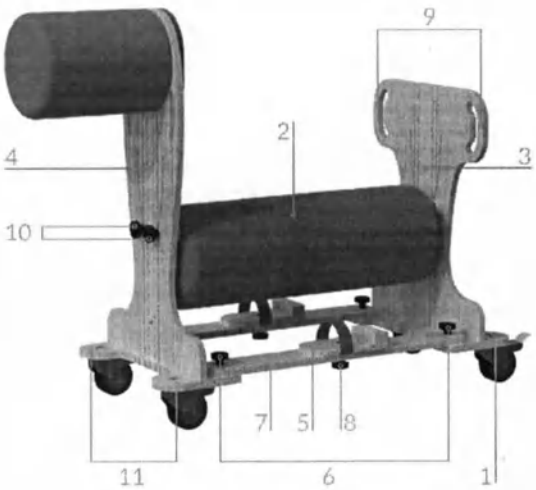

Рис. 2 – Общий вид опоры
Опора (рис. 2) состоит из основания (1) на колёсах, к которому крепятся сиденье (2), задний упор (3) и передний упор (4).
Основание (рис. 2)
Сиденье (рис. 2)